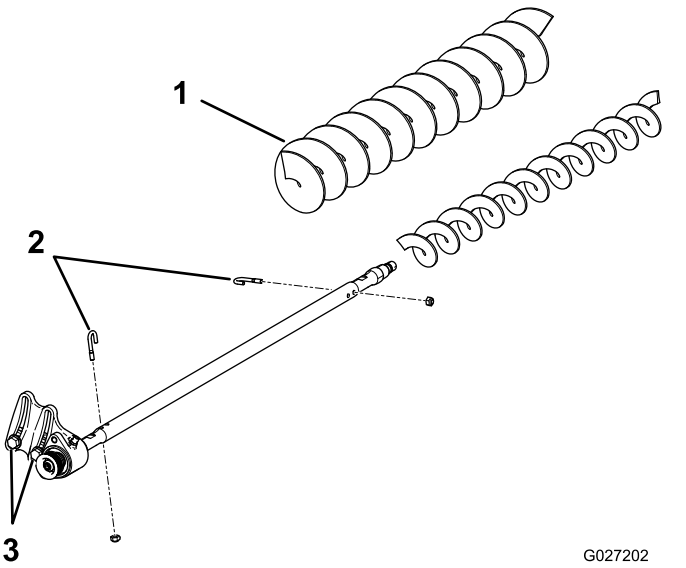

Figura 23
3. Togliete i 2 bulloni a J e i dadi (Figura 23).
4. Fate scorrere la spazzola esistente fino ad estrarla dall'albero (Figura 23).
5. Allentate i 2 bulloni, le rondelle e i dadi che fissano l'alloggiamento del cuscinetto di comando alla staffa di montaggio dell'alloggiamento del cuscinetto (Figura 23).
6. Fate scorrere la spazzola per altezze di taglio alte sull'albero della spazzola (Figura 23).
7. Bloccare la spazzola sull'albero con 2 bulloni J e i dadi precedentemente rimossi (Figura 23).